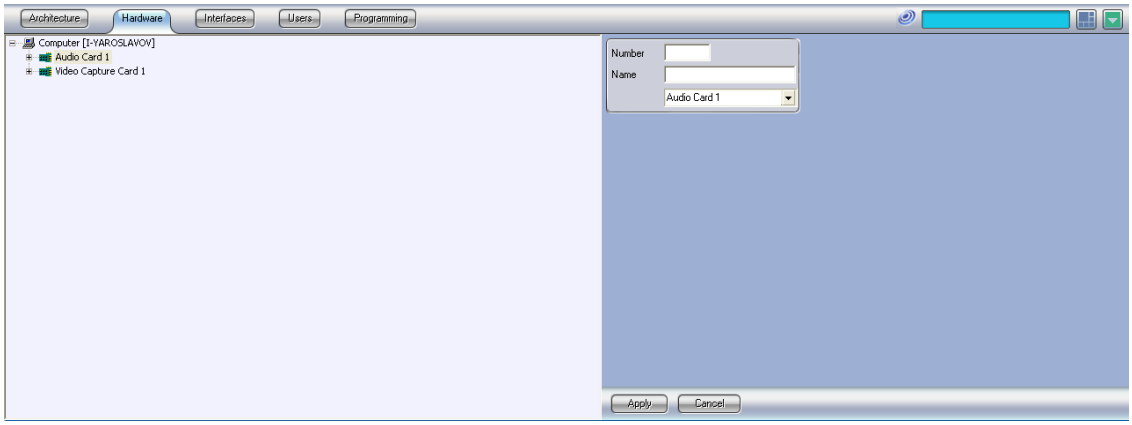

Figure 7.3-9 The Apply button
f. click the Apply button to complete the object creation process (Figure 7.3-9);